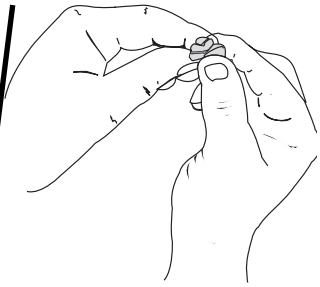

Fig. 25
5. Apriete el filtro para esparcir y retirar el exceso de aceite (Fig. 25).